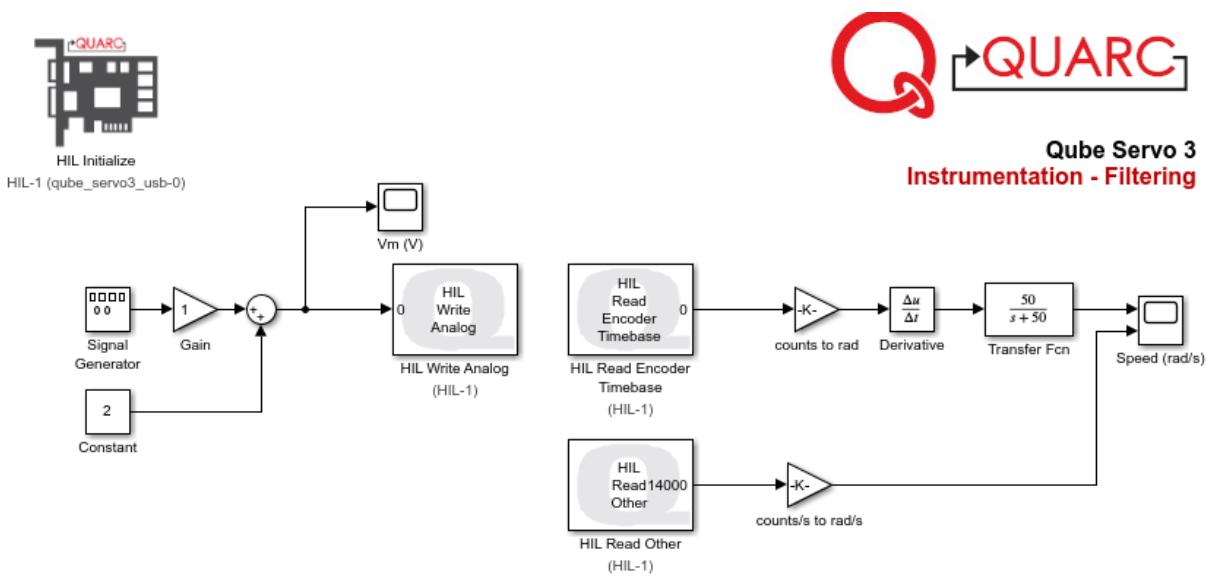

Figure 1. Measuring speed using the encoder
Based on the model developed in the Hardware Interfacing lab, the goal is to design a model that measures the servo velocity using the encoder as shown in Figure 1. Use qs3_filtering.slx as a starting point.
2. Build the Simulink diagram shown in Figure 1 but, for now, do not include the `Transfer Fcn` or the `HIL Read Other` block (will be added later).
3. Using the `Signal Generator` block, set it up to output a square wave with an amplitude of 1V at 0.4Hz. Use a Sum block as shown in Figure 1, to convert the output from -1V to 1 V to a square wave between 1 and 3 V.
6. One way to remove some of the high-frequency components is adding a low-pass filter (LPF) to the derivative output. Add a `Transfer Fcn` block, this could be by double clicking on an empty part of your model and typing it out or from the `Simulink | Continuous Simulink library`. Place this block after the `Derivative` output and connect the output of the `Transfer Fcn` to the `Scope`. Set the `Transfer Fcn` block to a cutoff frequency of 50rad/s so that your block shows $50/(s + 50)$, as illustrated in Figure 1.